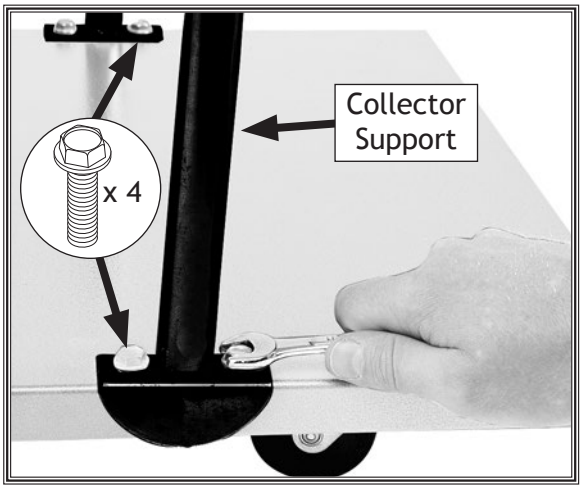

Figure 15. Installing collector support.
11. Align each of the collector supports with the mounting holes on the base, as shown in **Figure 15**, then secure them in place with (4) 5/16"-18 x 1/2" flange bolts.